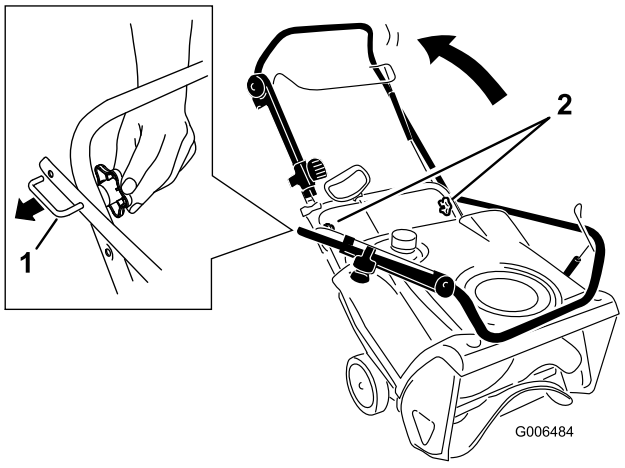

Figur 4
1. Lossa knopparna, dra ur de U-formade handtagsspärrarna tills du kan röra handtaget fritt och rotera handtaget till arbetsläge (Figur 4).